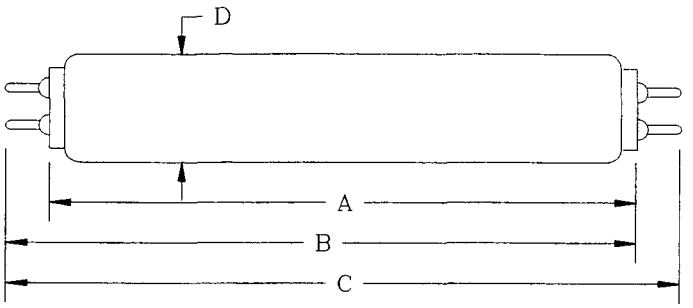

Figure 1 - Lamps with G5, G13, G20 bipin bases
a) G5, G13, G20 bipin bases, see Figure 1